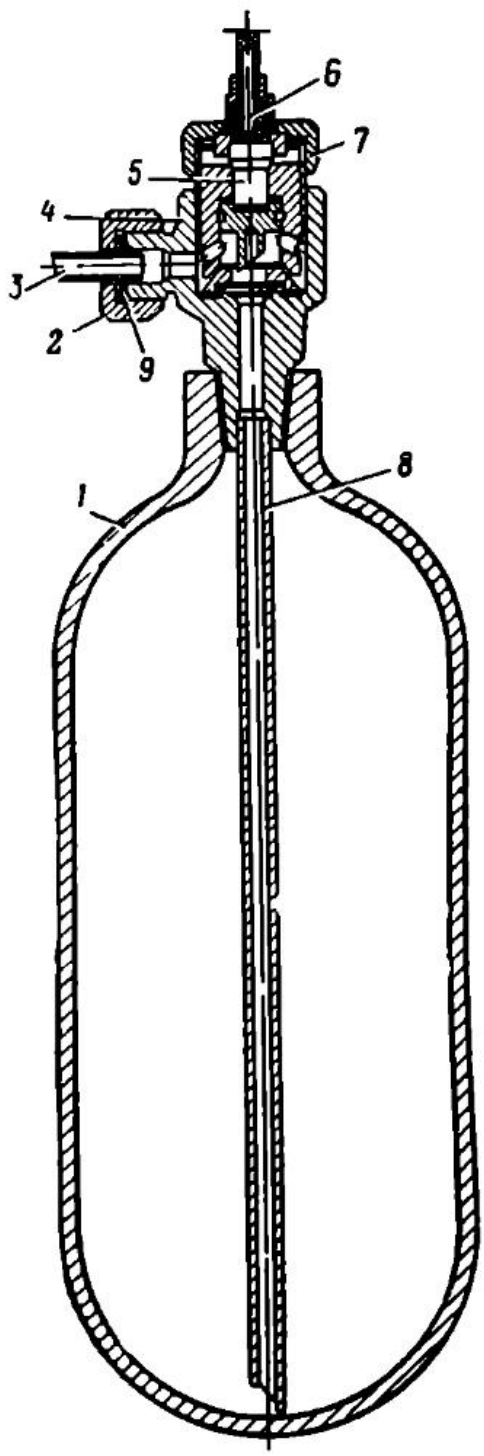

Рис. 323. Баллон для углекислоты:
Баллон (рис. 323) цилиндрический стальной, со сферическим днищем, имеет на другом торце узкую горловину с внутренней нарезкой, в которую вворачивается конический наконечник головки *4*.
При хранении и транспортировке баллона выходные отверстия головки закрываются заглушками *2*, *5* и *11*, а в рабочем положении вместо заглушек *2* и *5* устанавливаются накидные гайки *2* и *7* (рис. 323).
2. Отвернуть торцовую накидную гайку *7* (рис. 323), отсоединить электропровод, идущий к пиропатрону, обмотать конец его изоляционной лентой и вынуть пиропатрон *5*.
7. Подсоединить трубопровод *3* (рис. 323), установив новую уплотняющую прокладку *9*.